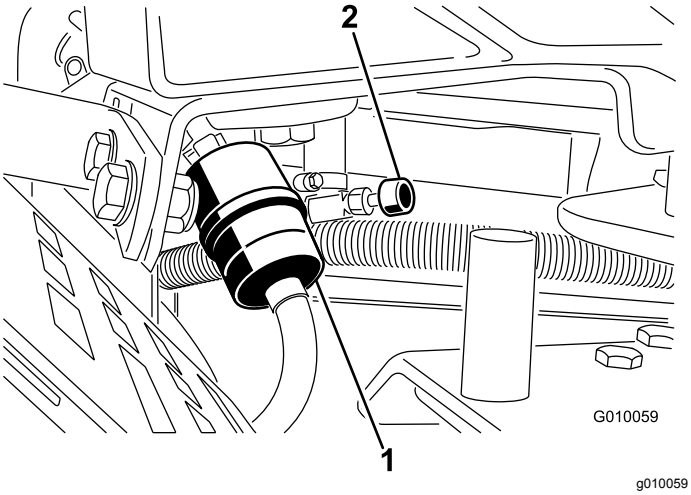

Figur 52
2. Luk brændstofafbryderventilen (Figur 52).
3. Klem slangeklemmernes ender sammen, og skub dem væk fra filteret (Figur 52).
5. Monter et nyt filter, og flyt slangeklemmerne hen til filteret (Figur 52).
7. Åbn brændstofafbryderventilen (Figur 52).
3. Løsn slangeklemmen ved brændstoffilteret, og før den op ad brændstofrøret væk fra brændstoffilteret (Figur 52).
4. Træk brændstofrøret fra brændstoffilteret (Figur 52). Åbn brændstofafbryderventilen, og lad brændstoffet løbe ud i en brændstofkande eller en dræningsbakke.
5. Monter brændstofrøret på brændstoffilteret. Før slangeklemmen hen til brændstofventilen for at fastgøre brændstofrøret (Figur 52).